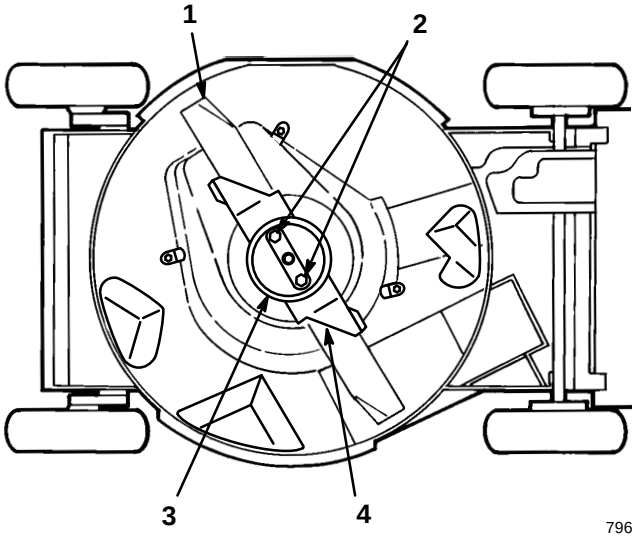

Figure 22
3. Tip mower on its right side (Fig. 22).
5. REMOVING BLADE—Grasp end of blade using a rag or thickly padded glove. Remove blade nuts, anti–scalp cup, accelerator, and blade (Fig. 22).